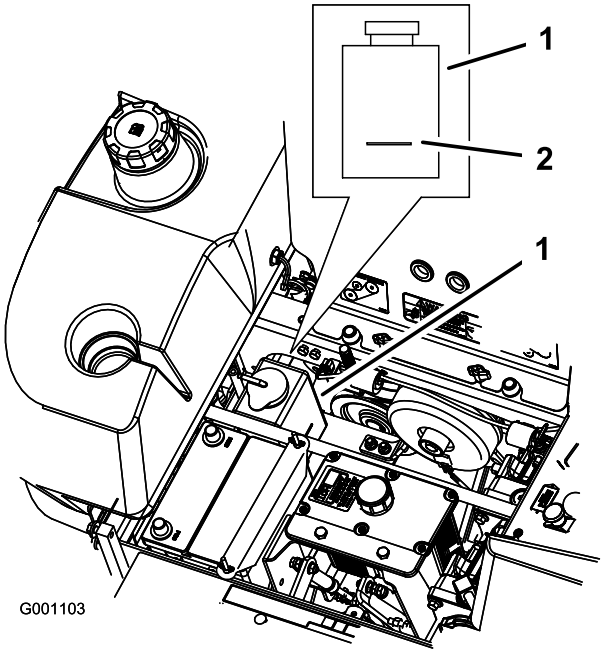

Rysunek 67
3. Przy zimnym silniku sprawdź poziom w zbiorniku przelewowym. Płyn powinien sięgać do wybrzuszenia na zewnątrz zbiornika przelewowego (Rysunek 67).
4. Jeśli poziom płynu chłodzącego jest niski, dolej mieszanki płynu niezamarzającego o przedłużonej trwałości z wodą w proporcji 1:1 do zbiornika przelewowego (Rysunek 67).
5. Dolej mieszanki płynu chłodzącego w proporcji 1:1 do zbiornika przelewowego i napełnij go do linii zaznaczonej na zbiorniku (Rysunek 67).